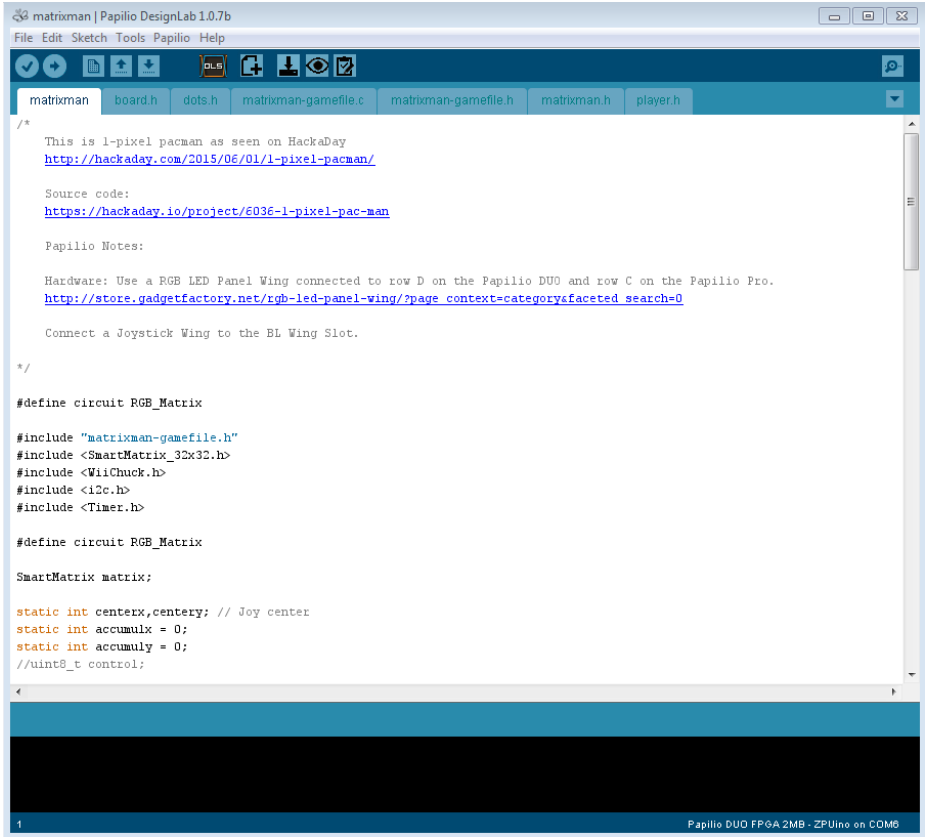

Figure 7-13 *Matrixman in DesignLab*
1. Open DesignLab and go to File→Examples→*SmartMatrix_32x32/matrixman*. Your screen should look like Figure 7-13.